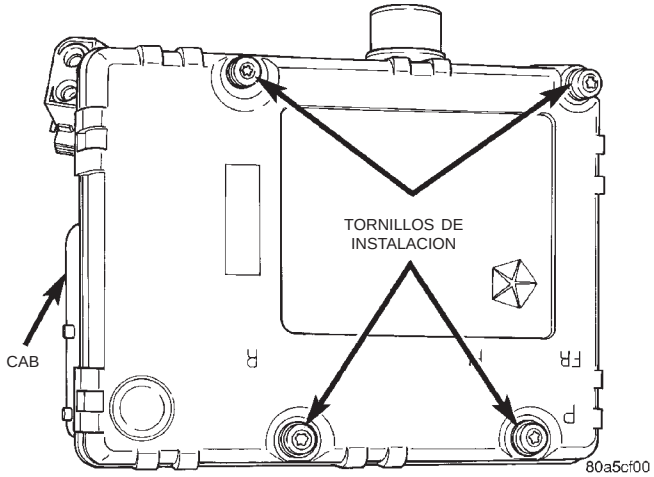

Fig. 14 Tornillos de instalación del CAB
(1) Retire el conector del motor de la bomba del CAB.
(2) Retire los pernos de instalación del CAB de la HCU (Fig. 14).
(3) Retire el CAB de la HCU.